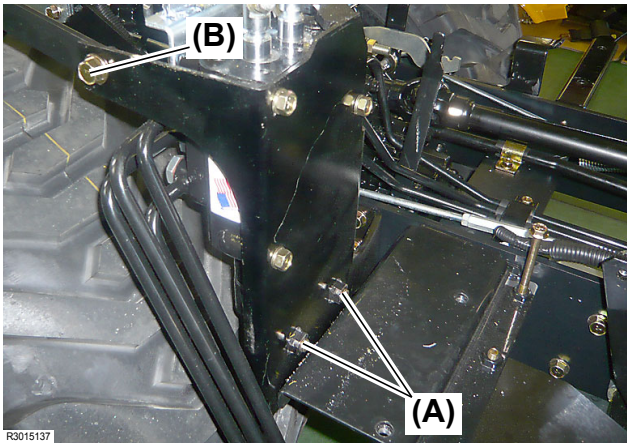
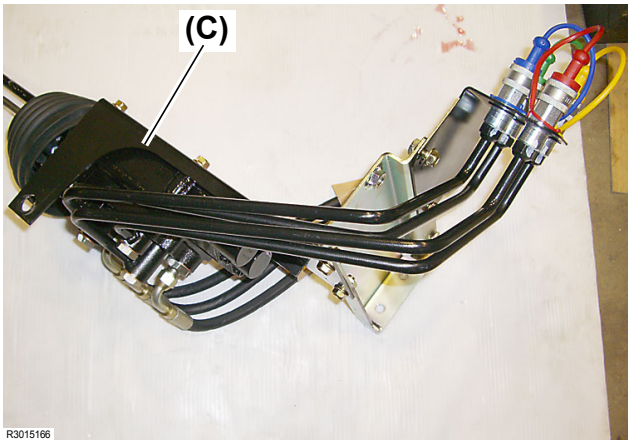

Fig. 6
Fig. 7
5. Remove the two (2) M10 × 20 mm (L: 0.8 in.) bolts **(Fig. 6, (A))** from the rear tire side.
6. Remove the M10 × 20 mm (L: 0.8 in.) bolt **(Fig. 6, (B))** and then the implement control valve assembly **(Fig. 7, (C))**.
- **Removal of the M10 × 20 mm (L: 0.8 in.) bolt (Fig. 7, (B)) should be carried out by two (2) persons in order to prevent the implement control valve assembly (Fig. 7, (C)) from falling.**